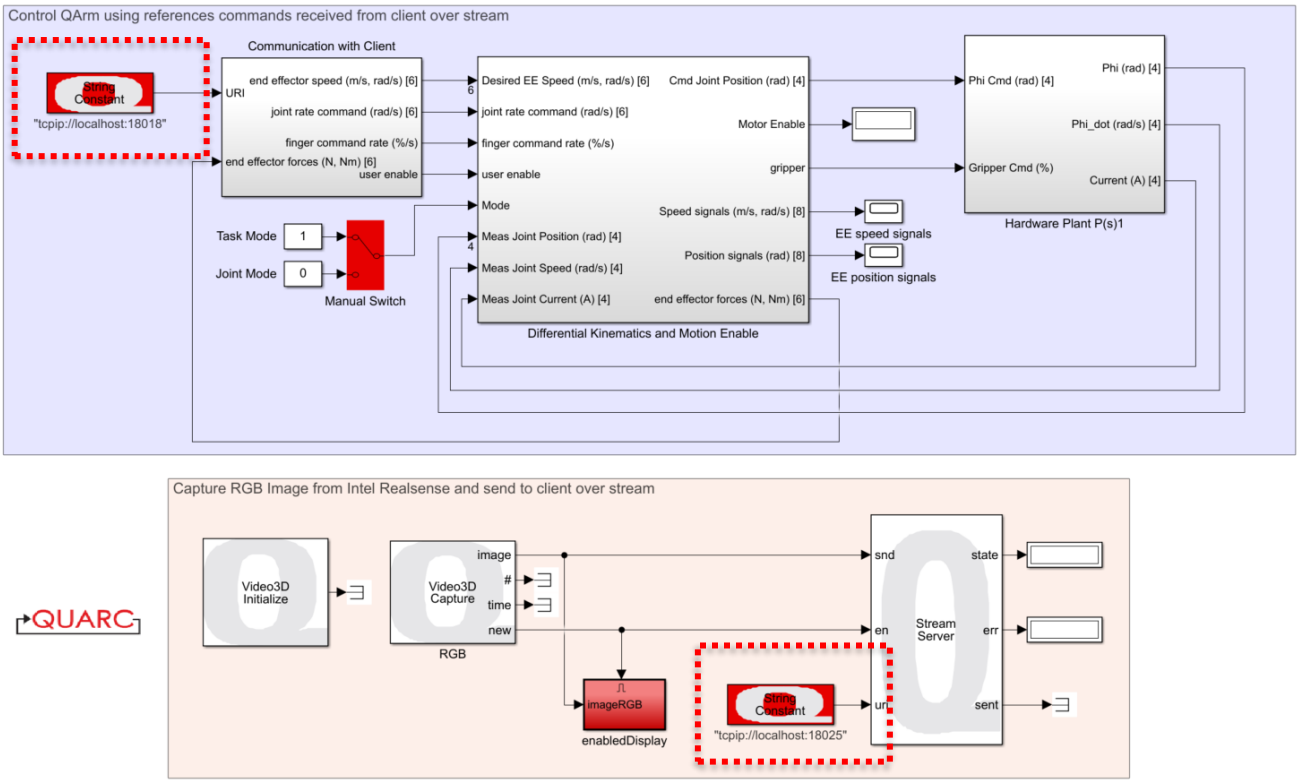

Figure 2: `QArm_TeleopServer` block diagram with string constant blocks highlighted.
2. Modify the two red "string constant" blocks (highlighted in Figure 2), replacing "localhost" with the IP address of the host PC.